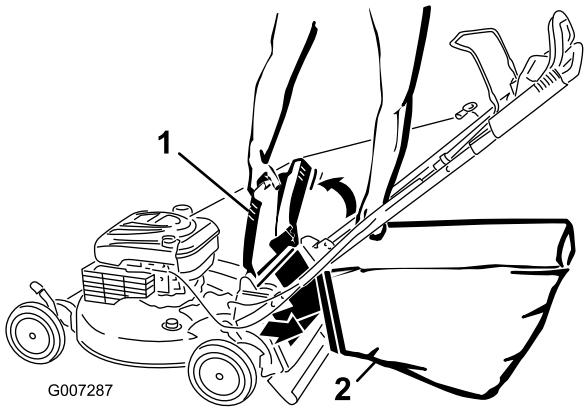

Bild 21
4. Hängen Sie die obere, vordere Kante des Fangkorbs an den Kerben ein (Bild 21).